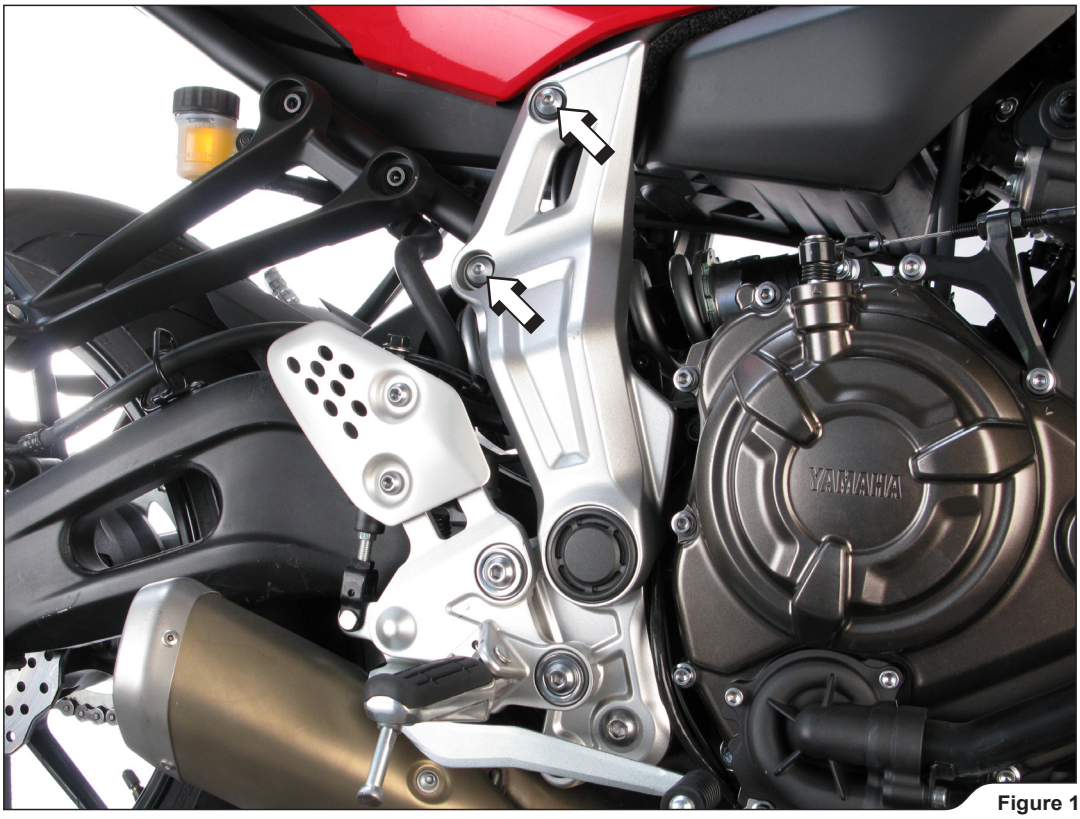

Figure 1
2. Unscrew the marked bolts and carefully remove the plastic shield off the motorcycle **(Figure 1).**